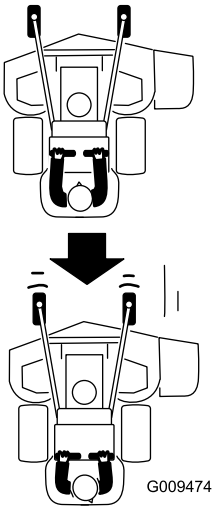

Figura 24
2. Puxe lentamente as alavancas de controlo de movimento para trás (Figura 24).